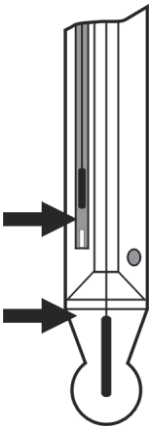

Рис. 3
4.5 Убедиться в отсутствии воздушных пузырей в местах, показанных стрелками на рис.3, и при необходимости удалить их встряхиванием (как встряхивают медицинский термометр), при этом пузыри должны переместиться в верхнюю часть электрода.